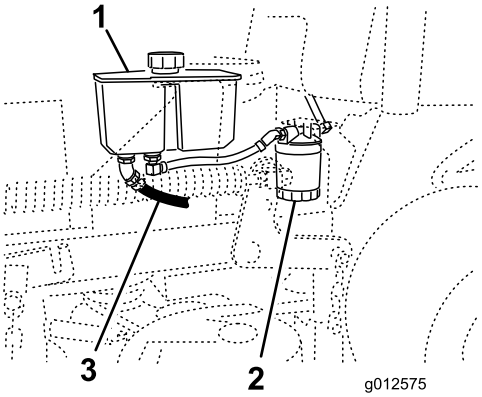

**Figur 75**
4. Finn fremre hydraulikkslange under hydraulikktanken og plasser et tappefat under tanken (Figur 75).